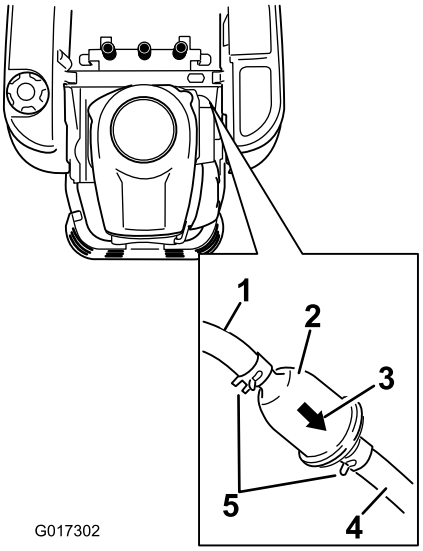

Figuur 43
3. Ga naar het brandstoffilter aan de zijkant van de motor (Figuur 43).
4. Druk de uiteinden van de slangklemmen naar elkaar toe en schuif ze weg van het filter (Figuur 43).
7. Schuif de slangklemmen terug tot dicht bij het filter (Figuur 43) om het vast te zetten.